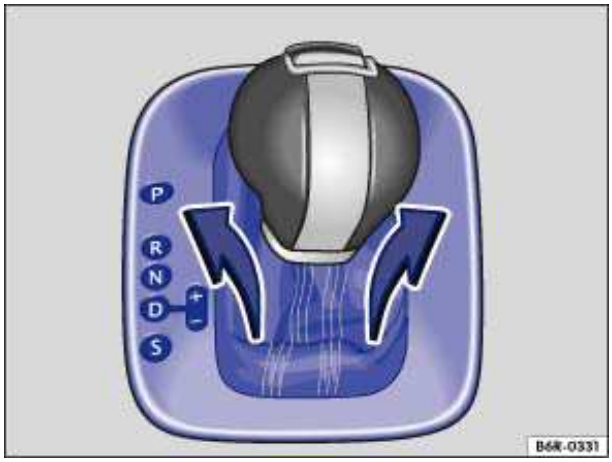

Fig. 155 Removing the selector gate cover.
- Pull upward on the cover around the selector lever sleeve ⇒ fig. 155.